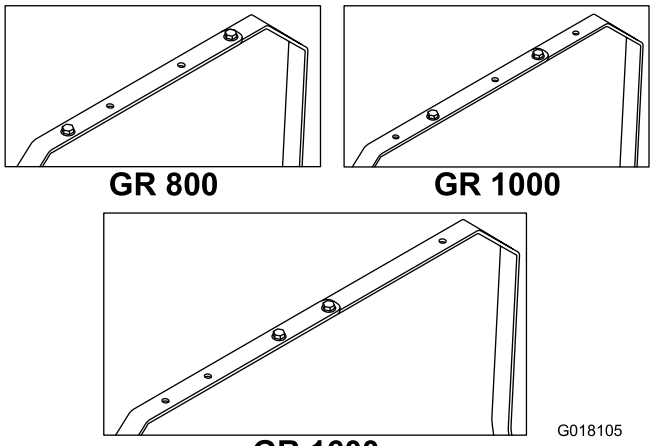

Figure 1
6. Fixez les deux barres ensemble au moyen de 2 boulons (5/16 x 1"), 2 rondelles et 2 écrous à embase insérés dans les trous correspondants au modèle approprié, comme illustré à la Figure 1.